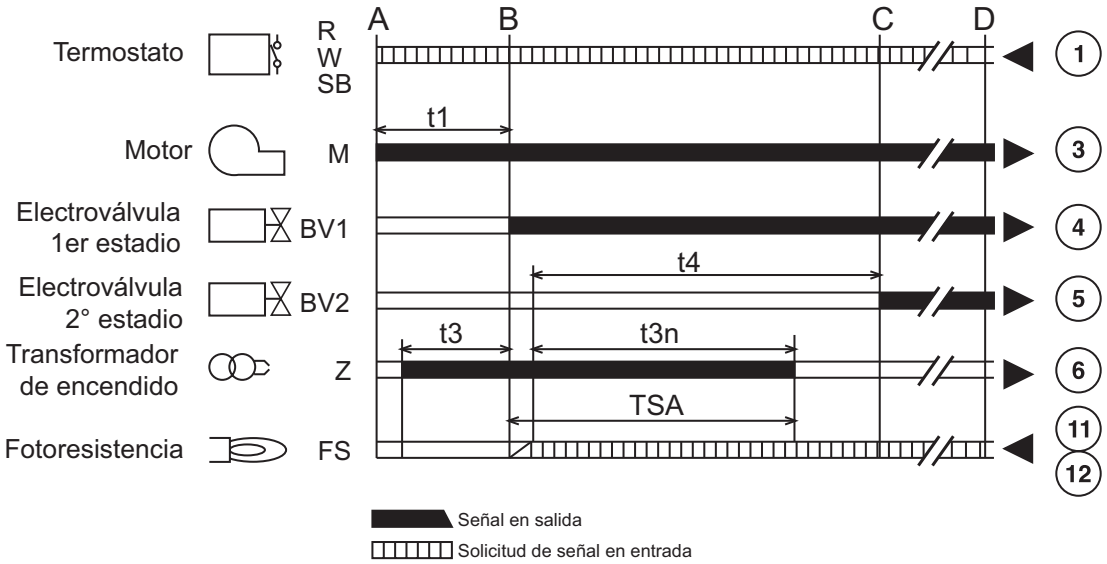

fig. 8
- Inicia el funcionamiento según el diagrama de la fig. 8: